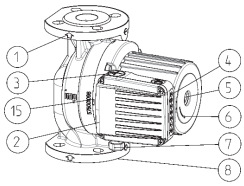
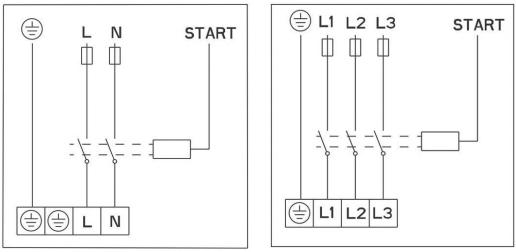

рис.1
рис. 3
- насос устанавливается напрямую в трубопровод таким образом, чтобы ось насоса 1-1 была горизонтальной (рис. 3);
- направление потока воды через насос должно соответствовать направлению стрелки на корпусе насоса (рис. 1- ПОЗ.1);
- необходимо использовать фланцы для подключения NP 6/10 (рис.1 – ПОЗ.8);
- насосы GHN (basic, auto), GHNM (basic, auto) имеют одинарный гидравлический корпус (рис..1 – ПОЗ.8);
Гидравлический корпус насоса допускается изолировать только до прорези между мотором и гидравлическим корпусом. Отверстия для отведения конденсата необходимо оставить открытыми для обеспечения вывода конденсата из статорного отсека, данные отверстия необходимо оставлять открытыми и в системах обогрева, когда выполняется только термоизоляция гидравлического корпуса (рисунок 1, 2, ПОЗ 15).
Провод подключения подключается через кабельный ввод M20 (рис.1 – ПОЗ.7).
Электрическое соединение насосов необходимо выполнить по соединительной схеме (рис. 3), которая отображена на нижней стороне крышки мотора. Перед этим необходимо отвинтить верхнюю крышку (рис.1 - ПОЗ. 2)
В насосах типа GHN (basic, auto), GHND (basic, auto), GHNM (basic, auto), GHNMD (basic, auto) ротор работает в воде. Ротор установлен в специальных работающих на смазке водой подшипниках, поэтому перед вводом в эксплуатацию необходимо заполнить насос водой и откачать воздух. Для откачки воздуха из насоса необходимо удалить болт на обратной стороне электромотора (рис.1-ПОЗ.5) - воздух начнет выходить через прорезь между валом мотора и подшипником. После того как начнет вытекать вода, необходимо закрыть вентили со стороны всасывания и со стороны нагнетания и запустить насос. При вращении вала насоса в обратном направлении начнет мигать красная лампочка встроенного индикатора. Насос оснащен опцией определения других ошибок, описанных в таблице ниже. Мигание красной лампочки сообщает номер ошибки. За последовательностью сигналов следует длинный интервал, количество сигналов между двумя интервалами является кодом ошибки.
вращения. Для достижения выбранных характеристик скорости ① ② ③на насосе расположена кнопка ⊳ (рис. 1, 4), с помощью которой можно изменять скорость.
Выключить насос; закрыть вентили со стороны нагнетания и со стороны всасывания; удалить болт для откачки воздуха; отверткой (рис.1-ПОЗ.5), которую необходимо установить в прорезь на валу, крутить вал до тех пор, пока он не начнет свободно вращаться. После этого необходимо установить болт для откачки воздуха на место.